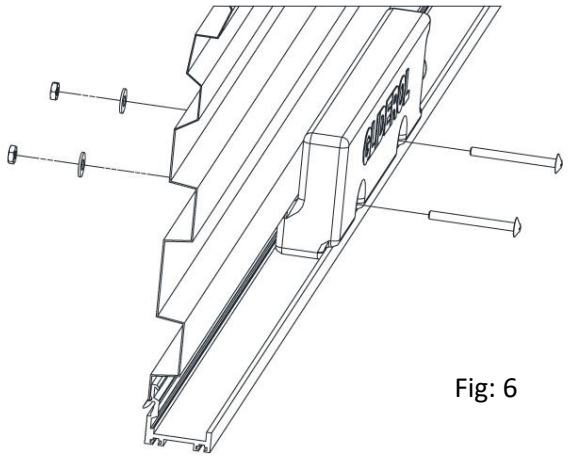

Fig: 6
l) Locate the weight bar on the centre of the bottom rail and drill two locating holes through the holes on the weight bar into the bottom rail. Secure the weight bar with two bolts provided. *(Fig 6)*